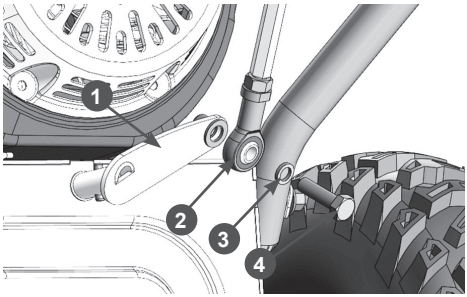

Рис. 11. Установка тяги рычага переключения передач (нижний конец)
— Соедините нижний конец тяги с рычагом на корпусе трансмиссии, последовательно установив на рычаг 1 тягу 2, шайбу пружинную М8 (3), и закрутив болт М8×30 (4) (Рис. 11).